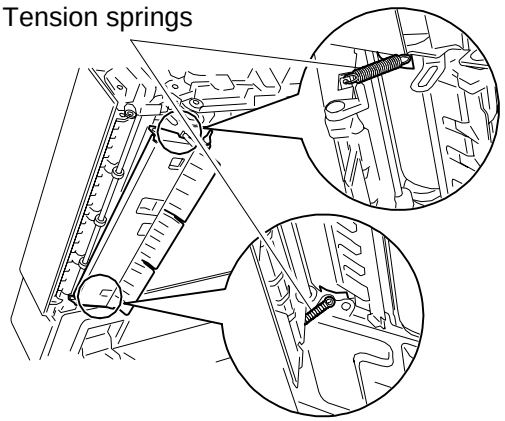

Fig. 16
16) Fit the 2 tension springs back into the gap in the guide. (Fig. 16)